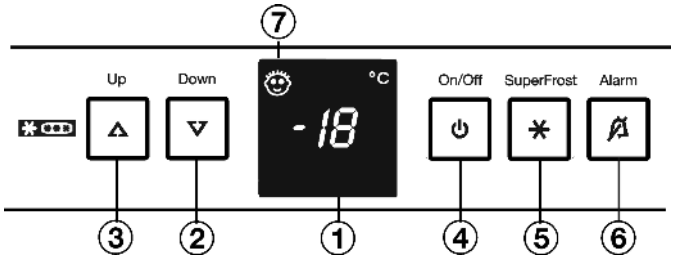

Fig. 2
▶ Press On/Off button *Fig. 2 (4)*.
▶ To activate the setting mode: press the SuperFrost button *Fig. 2 (5)* for about 5 s.
▶ Using the Up setting button *Fig. 2 (3)* or Down setting button, *Fig. 2 (2)*, select h.
▶ To confirm: briefly press the SuperFrost button *Fig. 2 (5)*.
▶ To make the display brighter: press Up button *Fig. 2 (3)*.
▶ To make the display darker: press Down button *Fig. 2 (2)*.
▶ To confirm: press SuperFrost button *Fig. 2 (5)*.